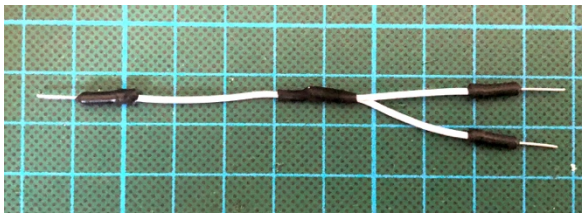

Abbildung 3: “Y-Verbindung” für 3.3V Leitung
- Sie benötigen zweimal 3,3 Volt und müssen daher eine „Y-Verbindung“ herstellen. Nehmen Sie ein Kabel und löten an ein Ende zwei weitere Kabel an. Isolieren Sie die offene Verbindung z.B. mittels Schrumpfschlauch (vgl. Abbildung 3).